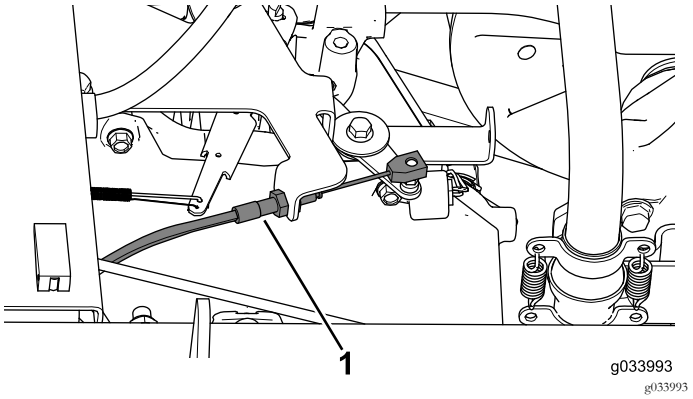

Figur 9
3. Koppla bort gasvajern från gasreglaget och ta bort den från gasreglagets fäste (Figur 9).